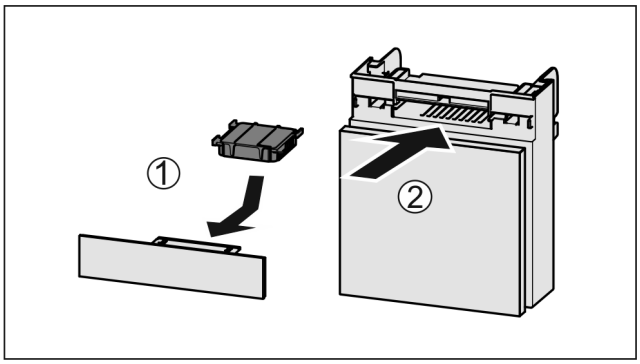

Fig. 133
▶ Sett inn *Fig. 133 (1)* aktivkullfilteret etter figuren.
▶ Skyv inn *Fig. 133 (2)* hyllen.